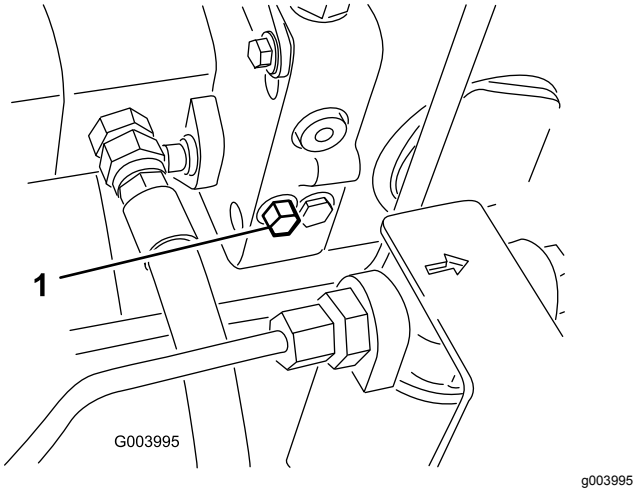

Figuur 75
1. Draai de bout van de omloopklep 1½ slag om deze te openen en de olie inwendig om te laten leiden (Figuur 75).